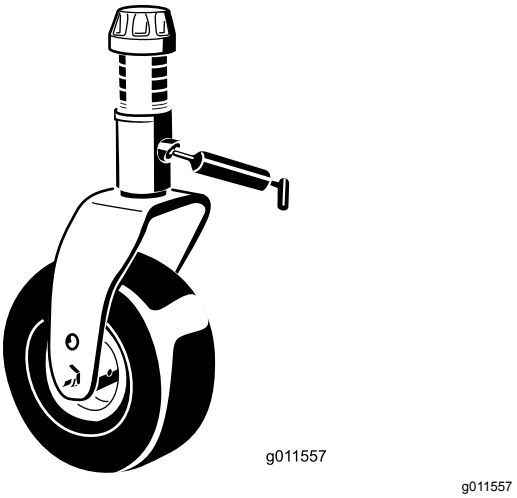

**Figuur 62**
- 2 lagerbussen van de as van de zwenkwielvork (Figuur 62)